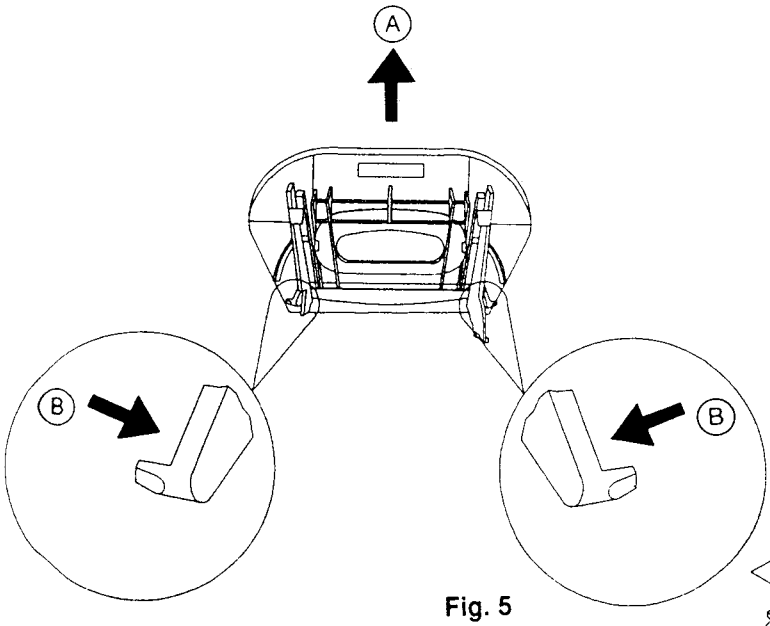
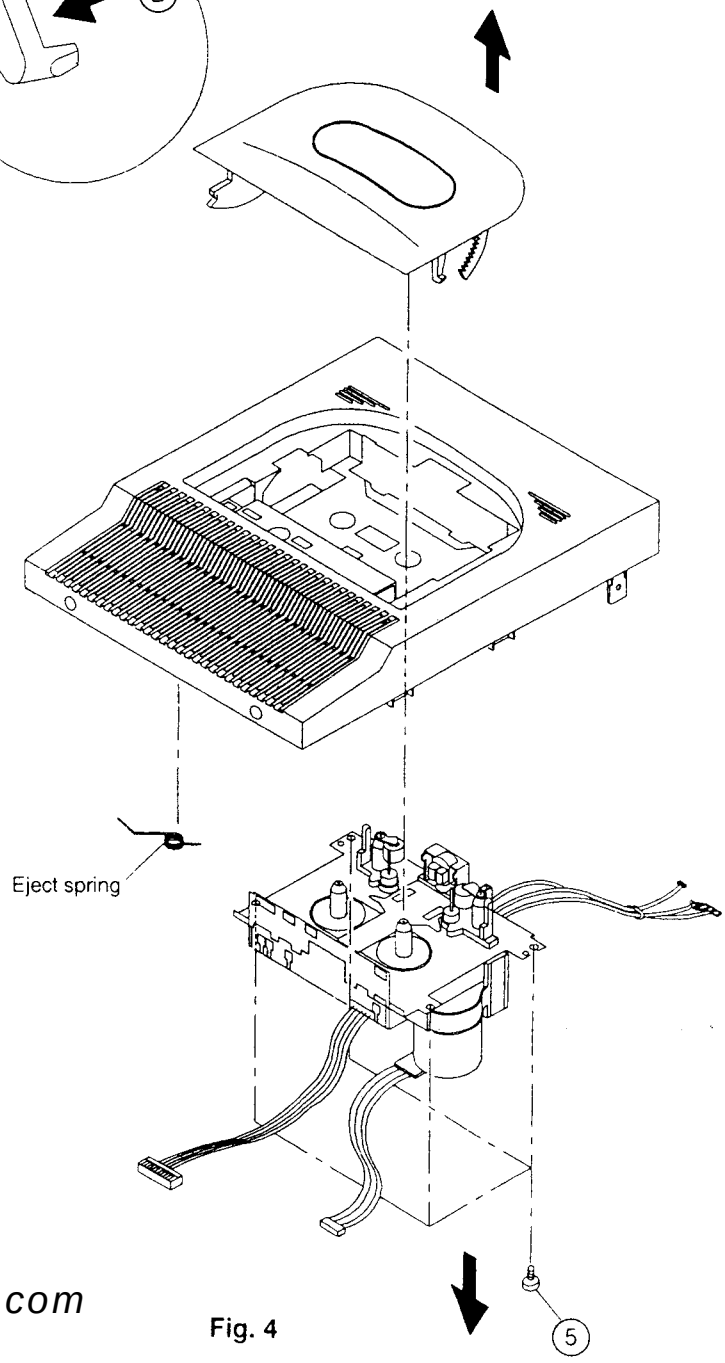

Fig. 5
Fig. 4
4. **Removal of Cassette Mechanism Chassis. (Fig 4)**
5. **Removal of Cassette Door. (Fig 4 & Fig 5)**